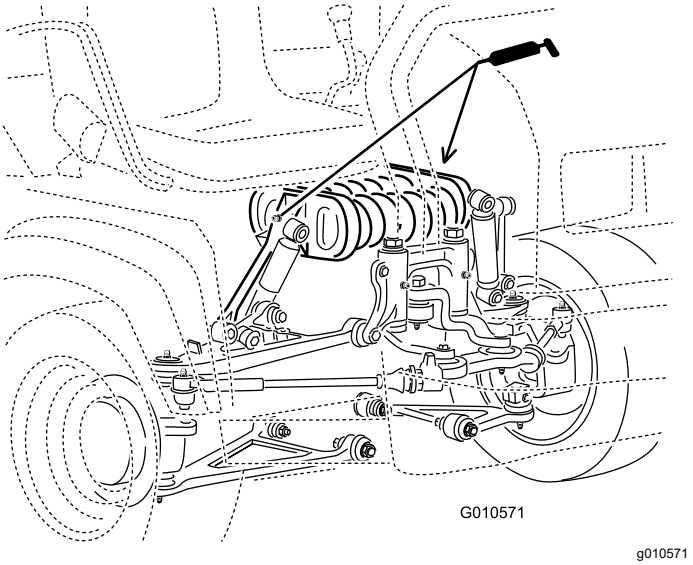

**Figur 30**
- **Fjäderkolonn (2)**, se Figur 30